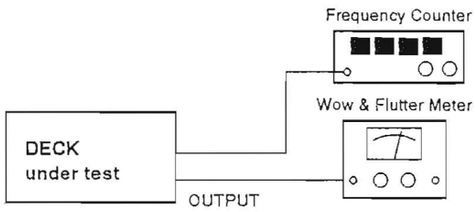

Fig. 2-8
1. As shown in Fig. 2-8, connect the frequency counter.
1. 図2-8のように、周波数カウンタを接続する。
1. As shown in Fig. 2-8, connect the wow & flutter meter to the deck.
1. 図2-8のように、ワウ・フラッタ・メータをデッキに接続する。